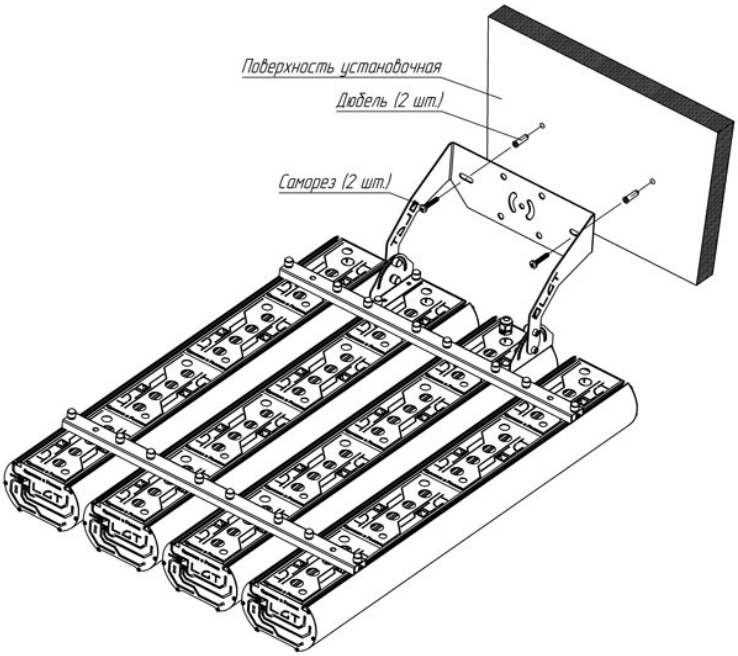

Рис. 7
6.7.7 Закрепить светильник на установочной поверхности. Рис. 7.